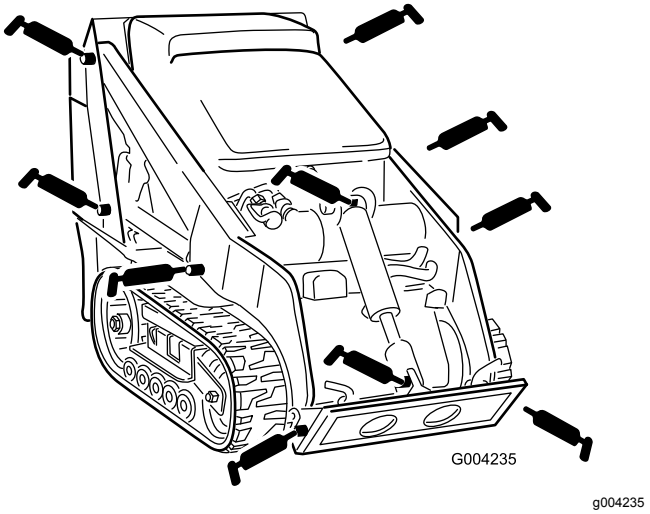
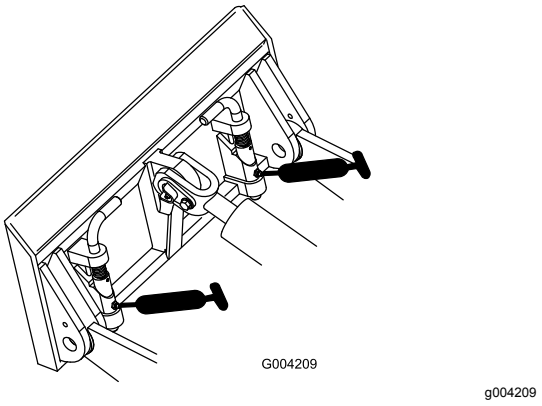

Figur 28
Figur 29
4. Sätt en fettspruta på varje nippel (Figur 28 och Figur 29).